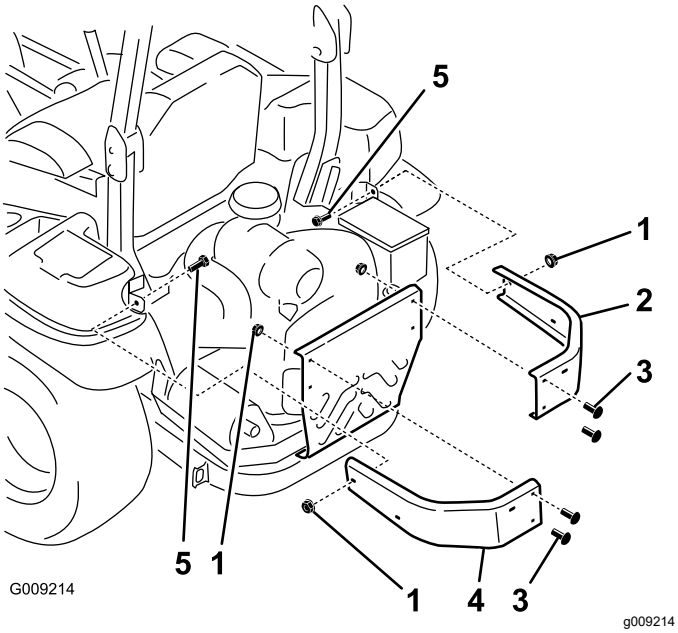

Figur 5
1. Fjern de møtrikker og bolte, der fastgør sidekofangerne til maskinen (Figur 5).
2. Monter den nye venstre og højre kofanger med to bræddebolte (⅜ x 1 ¼ tommer), de fire bræddebolte, du fjernede tidligere, og seks flangemøtrikker (⅜ tomme) som vist i Figur 5.